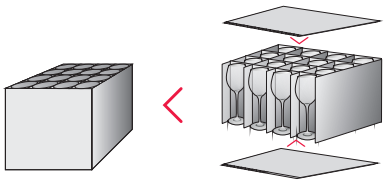

rys. 3
- Wszelkie puste przestrzenie powinny zostać wypełnione dodatkowymi wypełniaczami, w sposób uniemożliwiający przemieszczanie się towaru wewnątrz opakowania **(rys. 3)**.